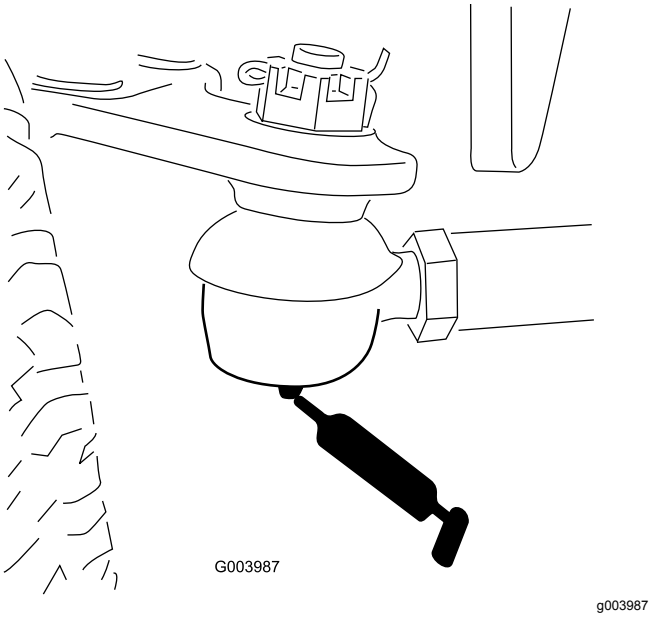

Figuur 80
- Trekstang van achteras (2) (Figuur 80)